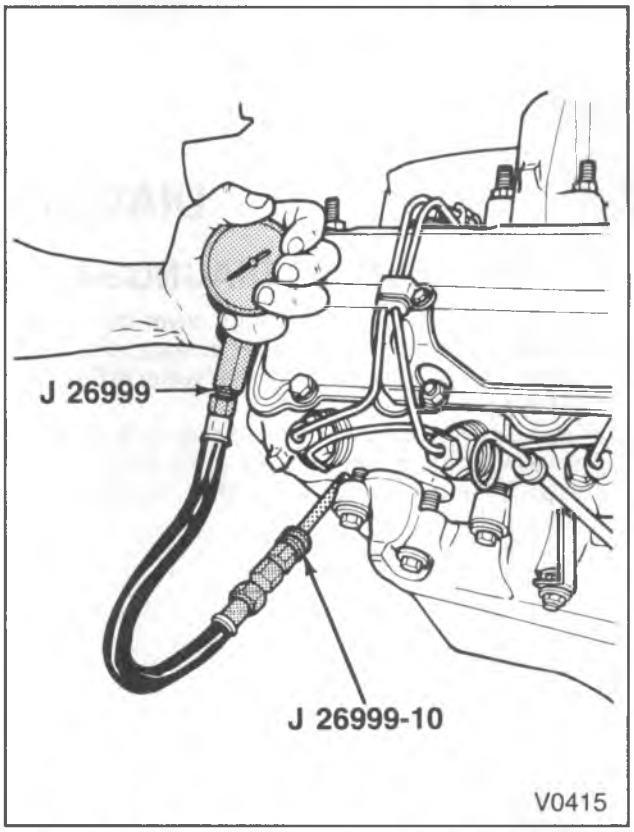

Figure 2—Checking Diesel Engine Compression
4. Screw J 26999-10 into the glow plug hole of the cylinder that is being checked. Connect to J 26999 compression gage (figure 2).